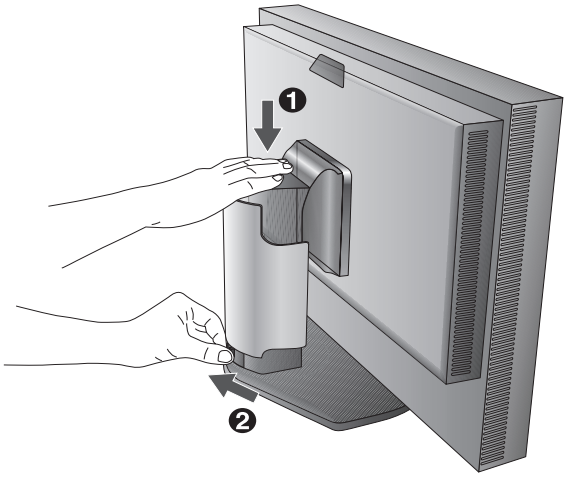

Рисунок B.1
3. Регулировка высоты заблокирована кнопкой блокировки. Чтобы опустить экран, надавите на монитор сверху. Сдвиньте кнопку блокировки, чтобы разблокировать подставку (**Рисунок B.1**).